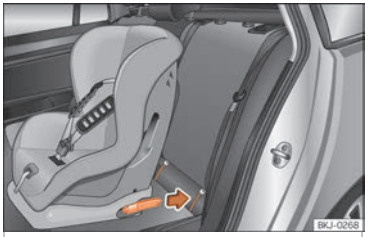

Fig. 25 Rear seats: fitting a child seat with the ISOFIX system.
- Press the child seat onto the “ISOFIX/iSize” retaining rings until the child seat is heard to engage securely ››› Fig. 25. If the child seat is equipped with Top Tether anchor points, secure it to the correspondent ring ››› page 34. Observe the manufacturer's instructions.